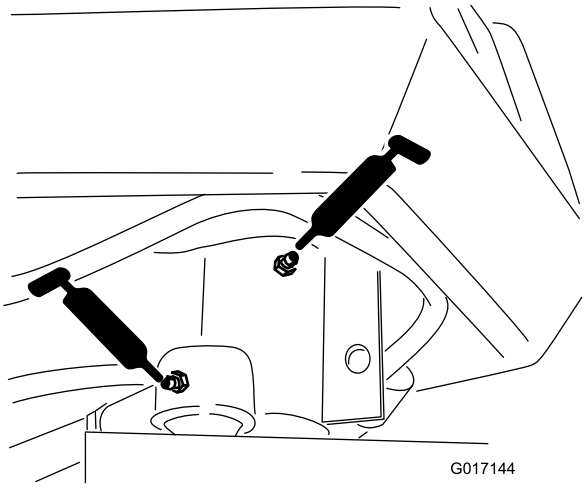

Figur 36
- Styregaffelaksel (1) (Figur 36)
- Styretøjscylinderens standende (Figur 36)